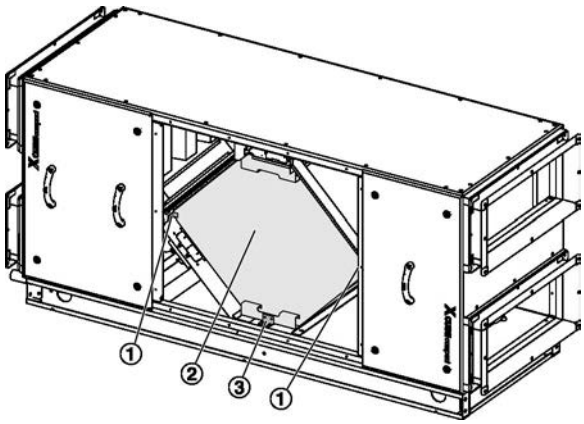

Fig. 56: Retrait des pattes
3. Retirer les deux pattes sur les côtés (Voir la Fig. 56/1) de l'échangeur thermique à plaques et celle du fond (Voir la Fig. 56/1).